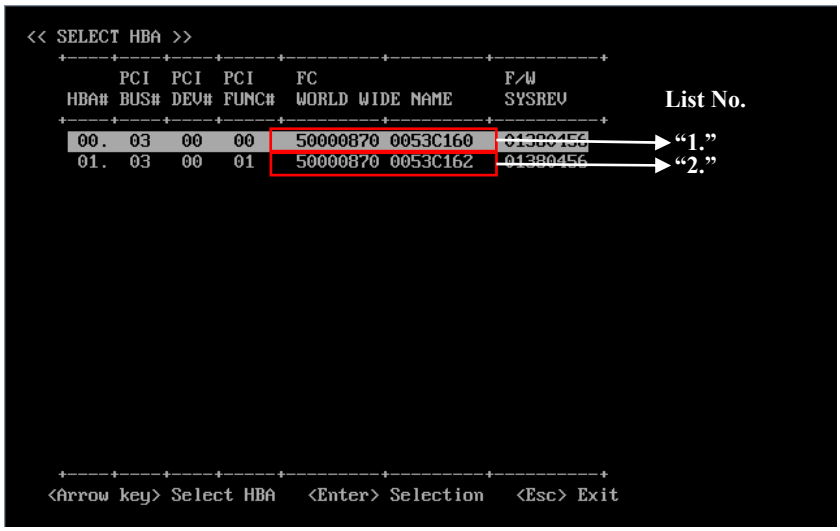

Figure B.5.1-2 SELECT HBA window (Example)
(4) Take a note of WWN (16-digit alphanumeric characters) displayed at “FC WORLD WIDE NAME” as shown in Figure B.5.1-2 in the worksheet for a memo of WWN as shown in Table B.5.1-1, and then press [Esc] key to return to the previous window.
NOTE: Columns “List No.1” and “List No.2” in Table B.5.1-1 correspond to the list numbers “1” and “2” in Figure B.5.1-2.